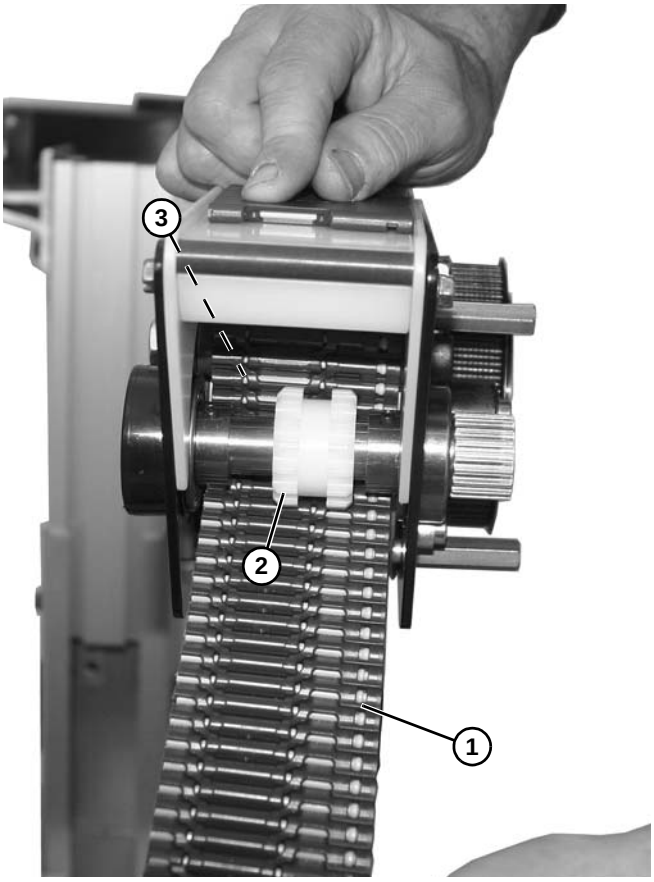

Figure 119
5. Guide belt **(Figure 119, item 1)** through wear bar assembly with belt routing under gear **(Figure 119, item 2)** and over wear tube **(Figure 119, item 3)**.